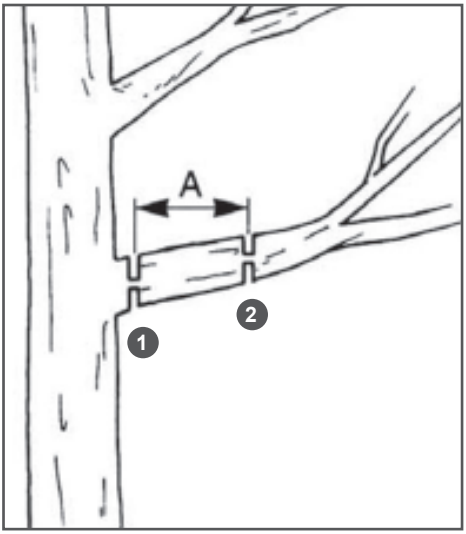

Рис. 11 Положение пропилов
5. При спиливании веток диметром более 10 см, рекомендуется сначала отпилить основную часть ветки (пропил 2). Затем отпилить оставшуюся часть ветки (пропил 1). Расстояние А (Рис.11) примерно равно 25 см.